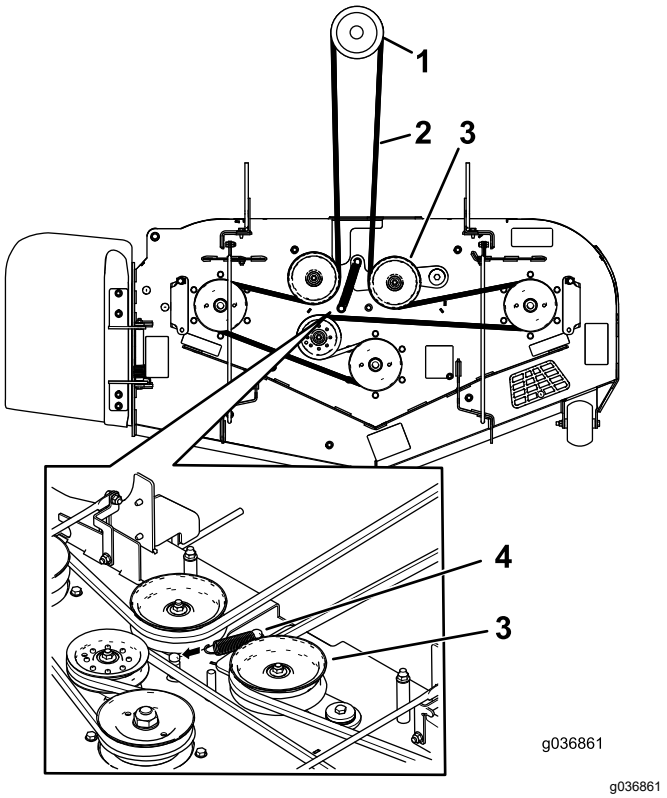

Figure 61
10. Acheminez la courroie neuve autour des poulies du plateau de coupe et de la poulie d'embrayage, sous le moteur (Figure 61).
11. Montez le ressort de la poulie de tension (Figure 61).